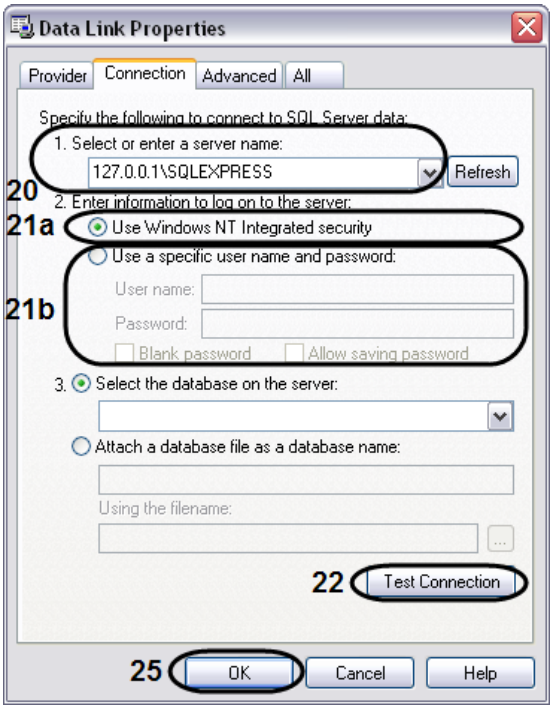

Figure 8.3-7. MS SQL server choice
20. The Data link properties dialog box is displayed. In the "1.Select or enter a server name" select from the list or type the name of the MS SQL server, which will be used to convert the database (Figure 8.3-7).